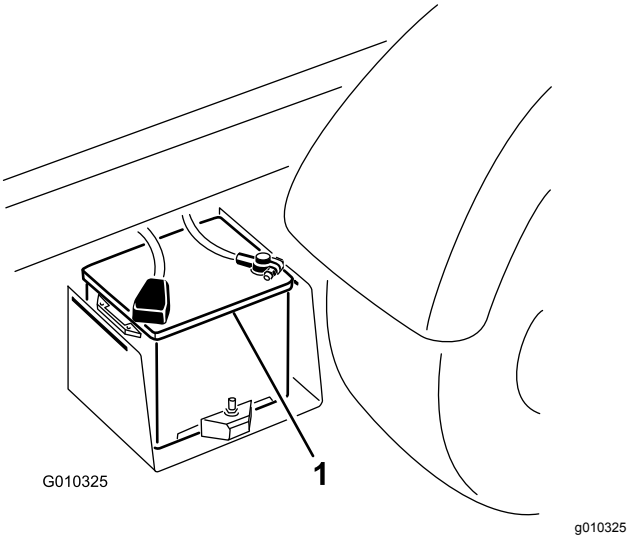

**Rysunek 51**
2. Połącz kablem bieguny dodatnie obu akumulatorów (Rysunek 51).